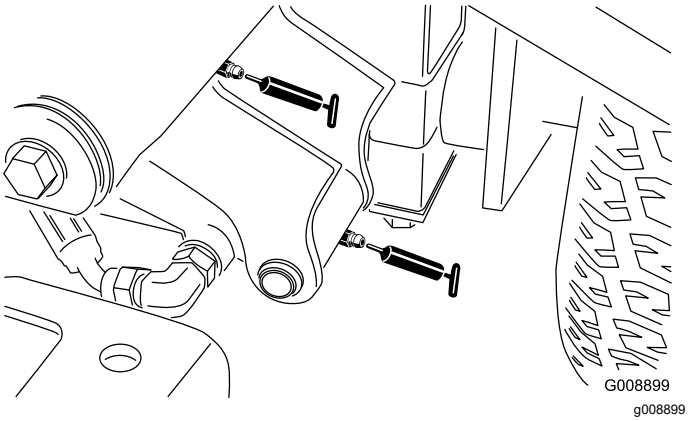

Figur 38
- 2 främre lyftarmstappar och lyftcylinder, vänster (Figur 38)